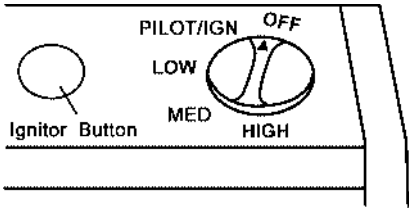

Figure 18 - Control Knob In The OFF Position
3. Push in control knob slightly and turn clockwise ↷ to the OFF position (see Figure 18).
5. Push in and turn control knob counterclockwise ↶ to PILOT position. Press in control knob for five(5) seconds.